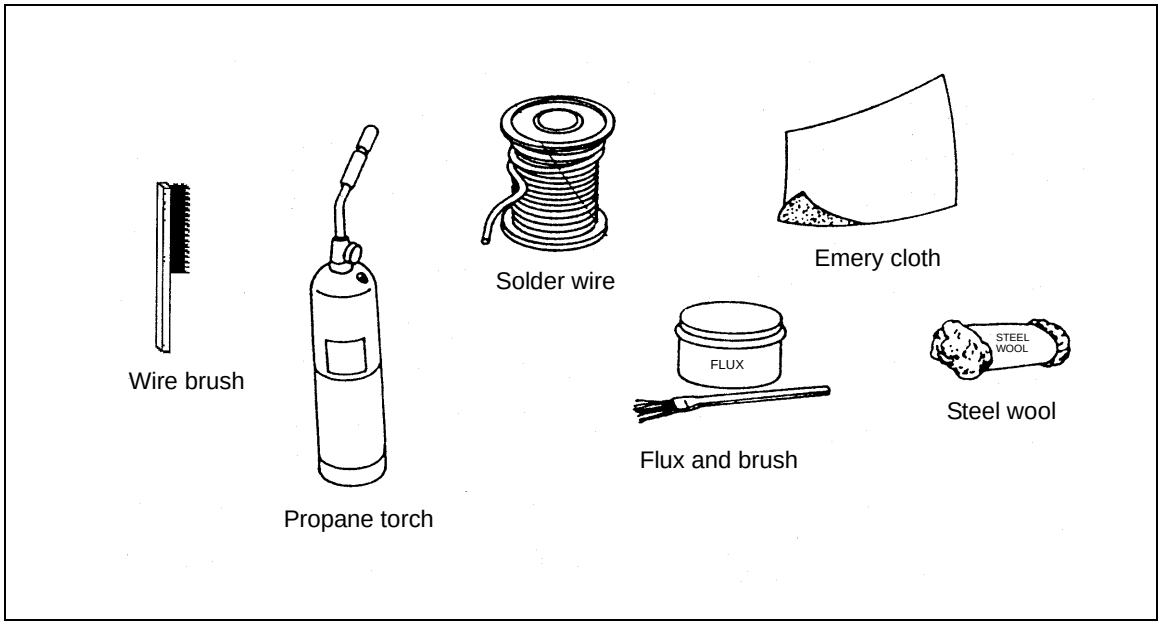
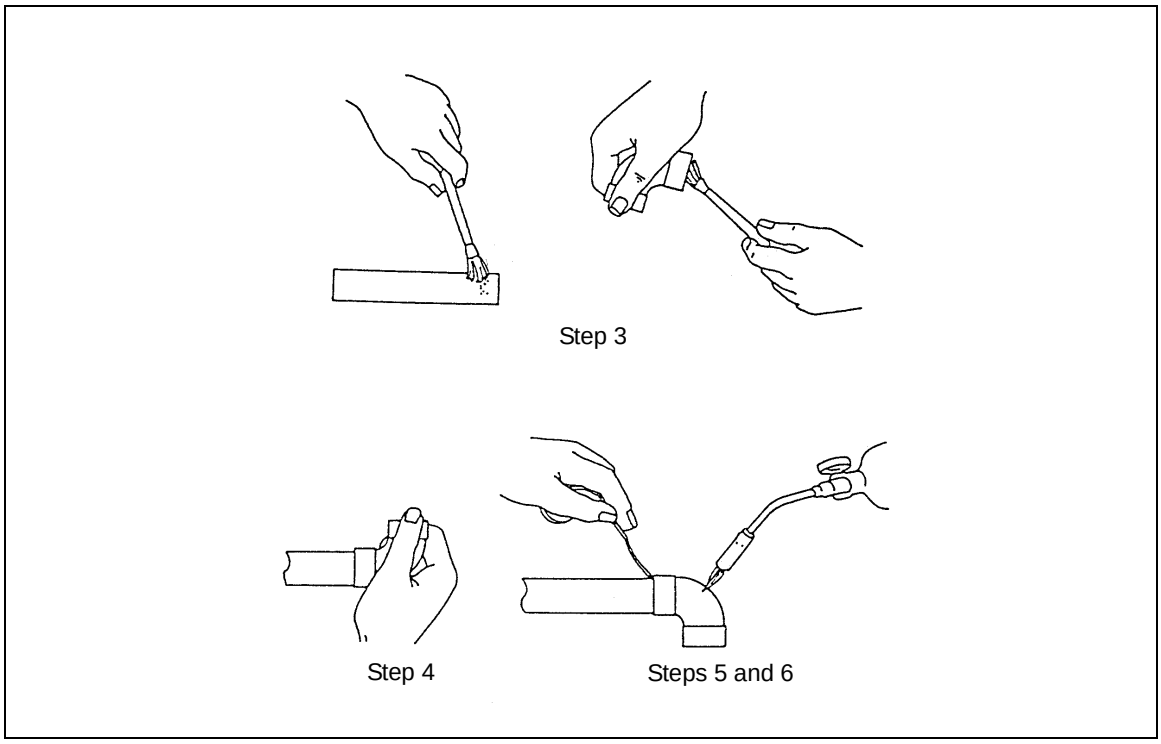

Figure 6-34. Soldering Tools and Materials
Figure 6-35. Soldering a Joint
6-70. Soldered joints are used to connect rigid copper tubing. The following tools and materials are needed: a heating torch, 95-5 (95 percent tin and 5 percent aluminum) nonacid solder, soldering flux, and emery cloth or steel wool *(Figure 6-34)*. Use *Figure 6-35* and the following steps to make a soldered joint:
Step 3. Apply a thin coat of flux to the shined end of the tubing and fitting *(Figure 6-35)*.
Step 4. Push the fitting onto the tubing and give it a quarter turn to spread the flux evenly *(Figure 6-35)*.
Step 5. Heat the connection with a torch, applying the flame on the fitting *(Figure 6-35)*.